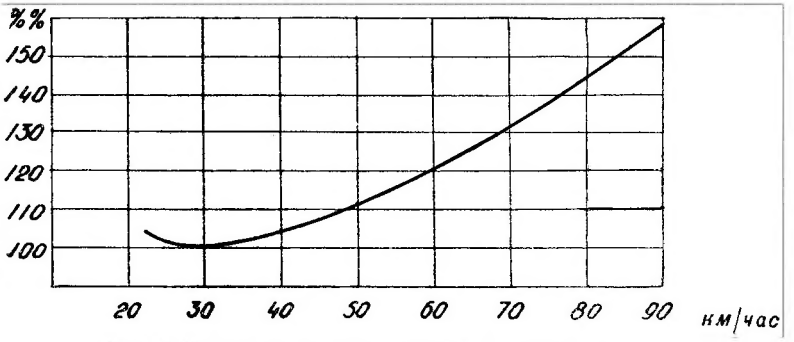

Рис. 1. **График относительного расхода топлива.**
13. Рессорная подвеска автомобиля М-72 позволяет езду с большой скоростью как на хороших, так и на плохих дорогах. Не злоупотребляйте быстрой ездой—это приводит к увеличению расхода бензина и ускорению износа автомобиля. Высокая скорость движения на крутых поворотах приводит к быстрому износу шин. Наиболее экономичной является скорость 30—45 км/час. Учитывайте, что при увеличении скорости с 40 до 70 км/час расход бензина возрастает на 40% (рис. 1).